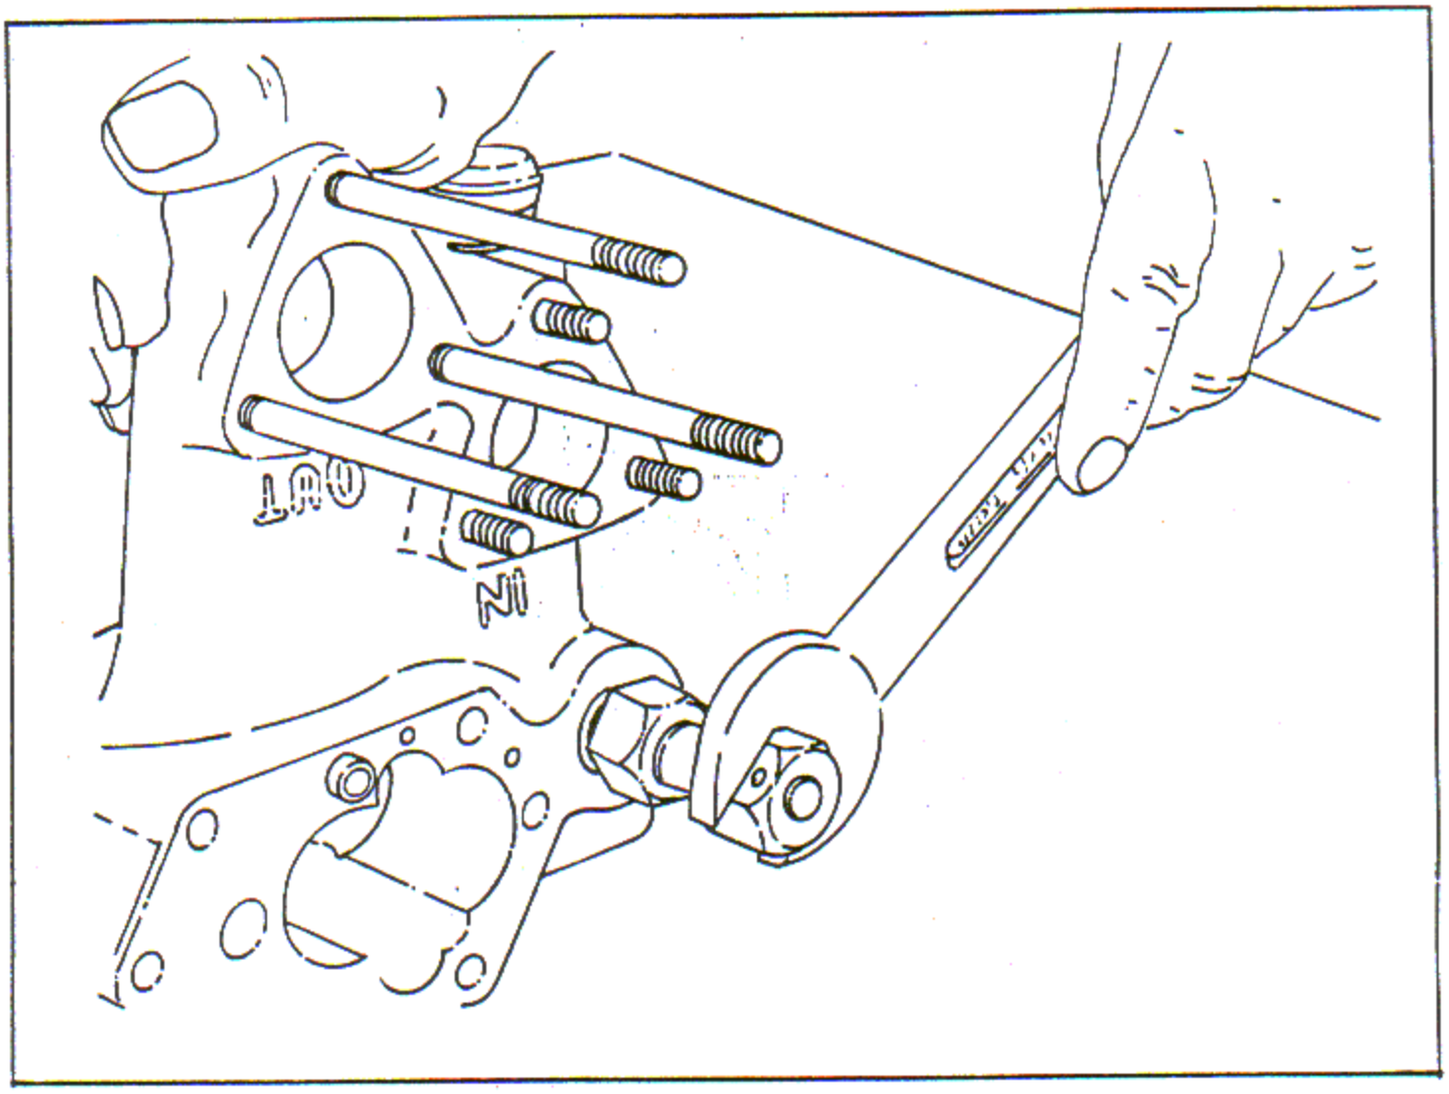

Figure 7-43. Installing Oil Pressure Relief Valve Body
b. Install the oil pressure relief valve body and torque to the value indicated in reference 925, Table of Limits, Section IX, using wrench in the notches of the valve body and an open end wrench on the hex head of the special wrench. See figure 7-43. Insert the relief valve closed end first. Place the spring in the valve. Turn the adjusting screw all the way into the valve body and back it off two and one-half turns. Install the adjusting screw locknut washer with flat side against the valve body. Install and torque the adjusting screw lock nut to the value indicated in reference 926, Table of Limits, Section IX, using wrench. Install the relief valve cap so that it is centered within the washer. Torque the cap to the value specified in reference 927, Table of Limits, Section IX, and lockwire.